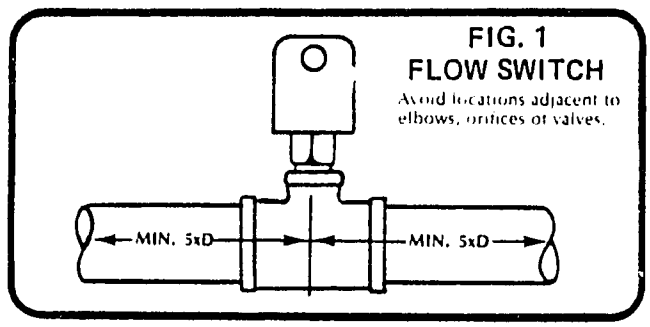

FIG. 1
A chiller flow switch, which is shipped in a separate container accompanying the unit, must be installed in the external chilled water outlet piping. It must be located in a horizontal section on the pipe where there is at least five (5) pipe diameters on both sides of the flow switch before any other connections, as indicated in Fig. 1. The flow switch paddle must be adjusted to the size of pipe in which the paddle is installed, and the switch set to trip at approximately 50% of the design flow. Consult the wiring diagram accompanying the unit for the electrical connections to interlock the flow switch with the control panel.